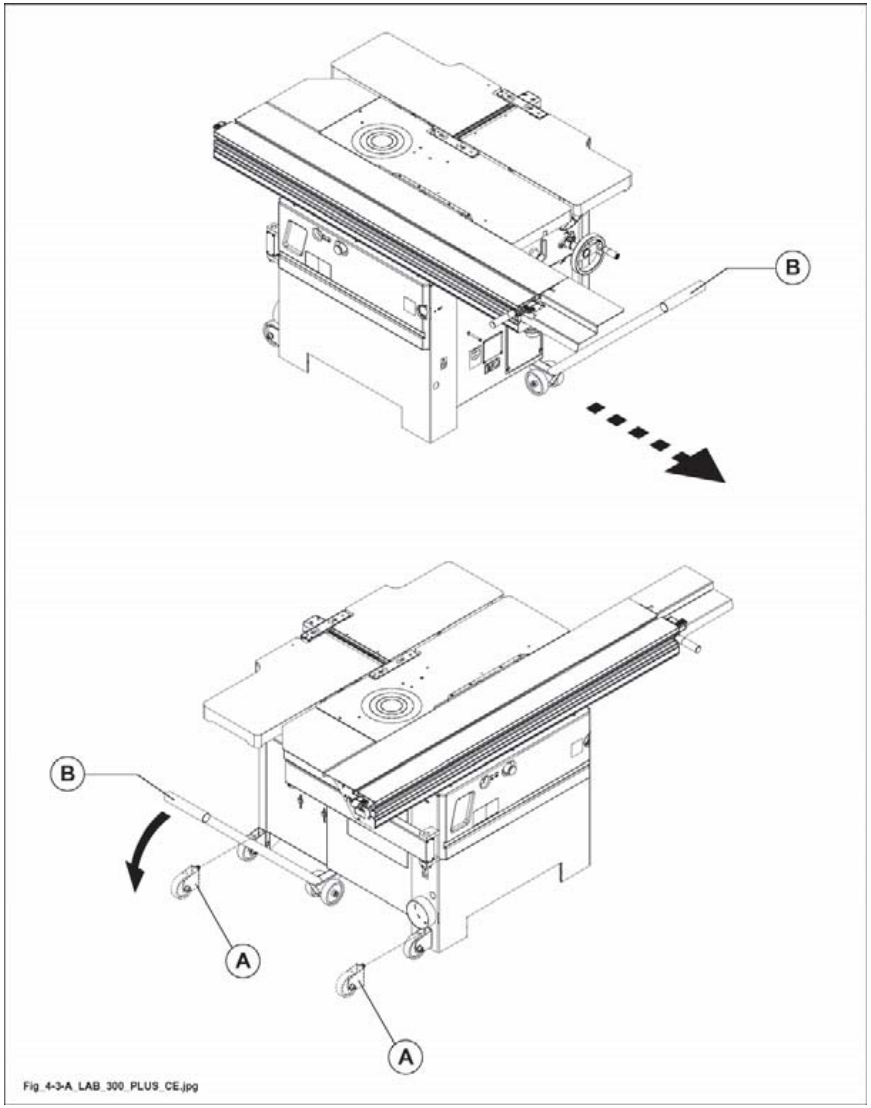

Abb. 4.3-A
- 2 feste Räder (A Abb. 4.3-A).
- 1 Verstellhebel (B Abb. 4.3-A).
1) Den Hebel (B Abb. 4.3-A) verwenden, um die Struktur der Maschine leicht anzuheben;
2) den Kopf der Schraube auf dem fixen Rad (A Abb. 4.3-A) in die Löcher der Füße der Struktur wie in der Abbildung gezeigt stecken;
3) den Hebel (B Abb. 4.3-A) von der gegenüberliegenden Seite der Maschine wegbewegen, den Hebel in die entsprechende Halterung einsetzen und die Maschine befördern.